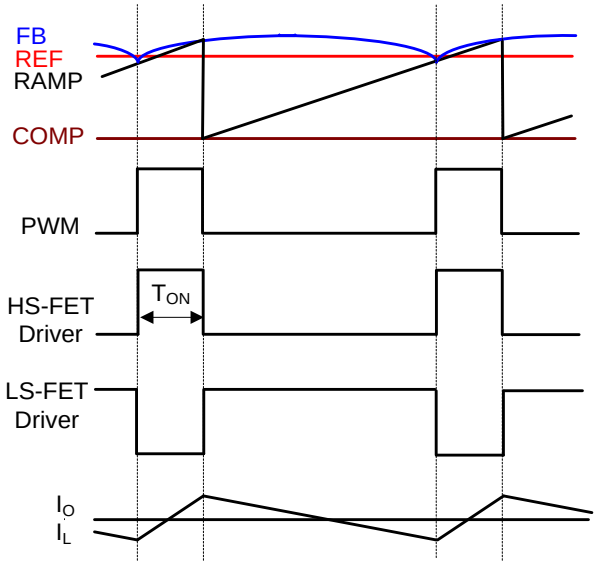

Figure 3: Heavy-Load Operation (PWM)
Figure 3 shows how the PWM signal is generated. AMP corrects any error between FB and REF and generates a fairly smooth DC voltage (COMP). The internal RAMP is superimposed onto COMP, which is compared with the FB signal. Whenever FB drops below the superimposed COMP, the integrated high-side MOSFET (HS-FET) is turned on. The HS-FET remains on for a fixed turn-on time. The fixed on time is determined by the input voltage, output voltage, and selected switching frequency. After the on period elapses, the HS-FET turns off. It turns on again when FB drops below the superimposed COMP. By repeating this operation, the MPQ8633B regulates the output voltage. The integrated low-side MOSFET (LS-FET) turns on when the HS-FET is in its off state to minimize conduction loss. A dead short occurs between VIN and PGND if both the HS-FET and the LS-FET are turned on at the same time. This is called a shoot-through. To avoid a shoot-through, a dead time (DT) is generated internally between the HS-FET off and the LS-FET on period or the LS-FET off and the HS-FET on period.
Continuous conduction mode (CCM) occurs when the output current is high, and the inductor current is always above zero amps (see Figure 3). The MPQ8633B can also be configured to operate in forced CCM operation when the output current is low (see the Mode Selection section on page 14 for details).